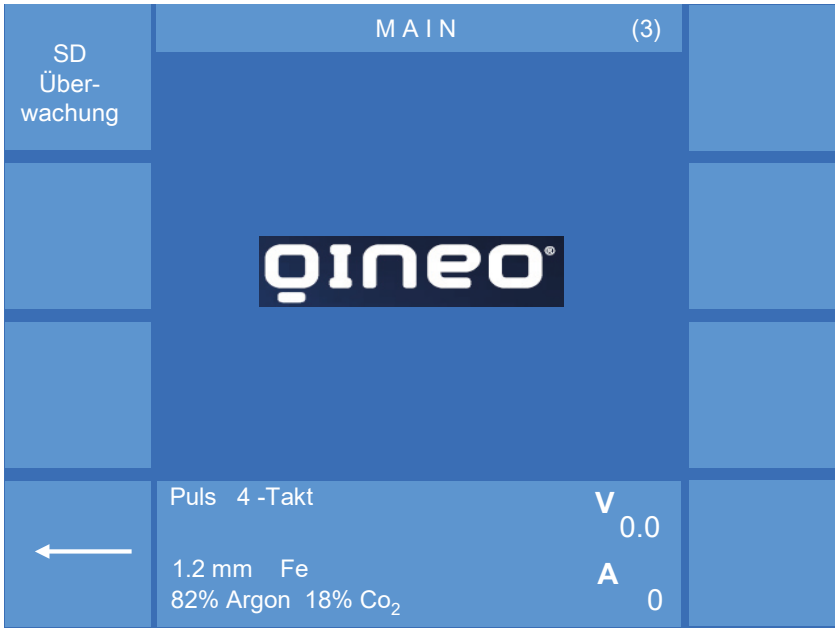

Figure 70. Menu
If all necessary components are connected to the welding power source, the display of the Premium operating module shows the function "SD monitoring" in the "Main (3)" menu, see Figure 70. If the display shows "SD monitoring" in grey letters, the SD module was not recognised by the controller or is not correctly connected.